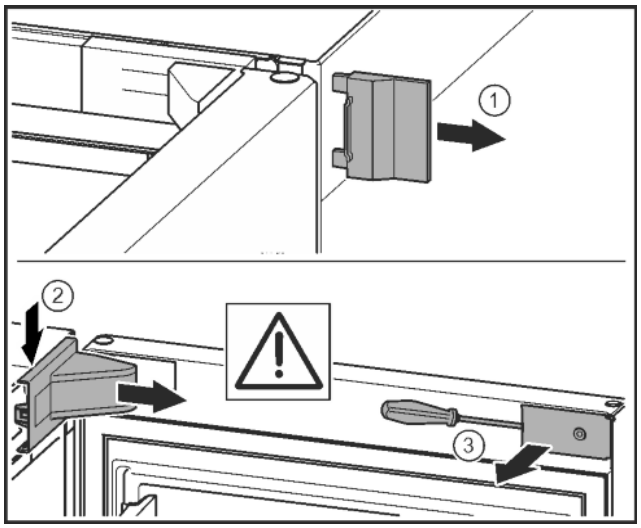

*Fig. 10*
▶ Remove the outer cover. *Fig. 10 (1)*
▶ Disengage and release the bearing bracket cover. Remove the bearing bracket cover. *Fig. 10 (2)*
▶ Unlatch the panel with a slotted screwdriver and swivel it to one side. *Fig. 10 (3)*